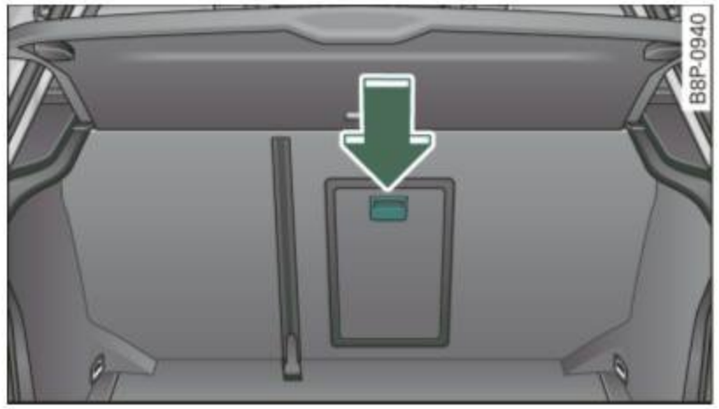

Fig. 87 Section of the rear seat from the rear: ski sack hatch cover
– Slide the release button for the pass-through down (with the center armrest) ⇒ fig. 87 -Arrow- and tilt the pass-through forward.